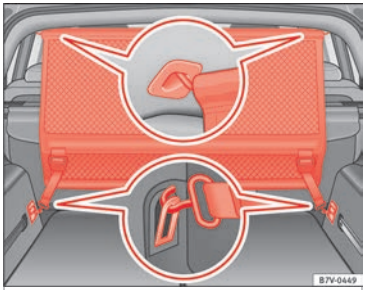

Fig. 166 In the luggage compartment: install the net partition behind the second row of seats.
- Hook in the net partition on the left-hand side roof support ››› **Fig. 166**. To do this, guide the rod from up to down.
- Secure the net partition hooks into the straps in the front of the boot ››› **Fig. 166** then tighten the belts.
- Hook in the net partition on the front left-hand side roof support ››› **Fig. 166**. To do this, guide the rod from up to down.
- Release the net partition hooks from the rings ››› **Fig. 166**.
- Unhook the net partition on the right-hand side roof support ››› **Fig. 166** by pressing on the rod.